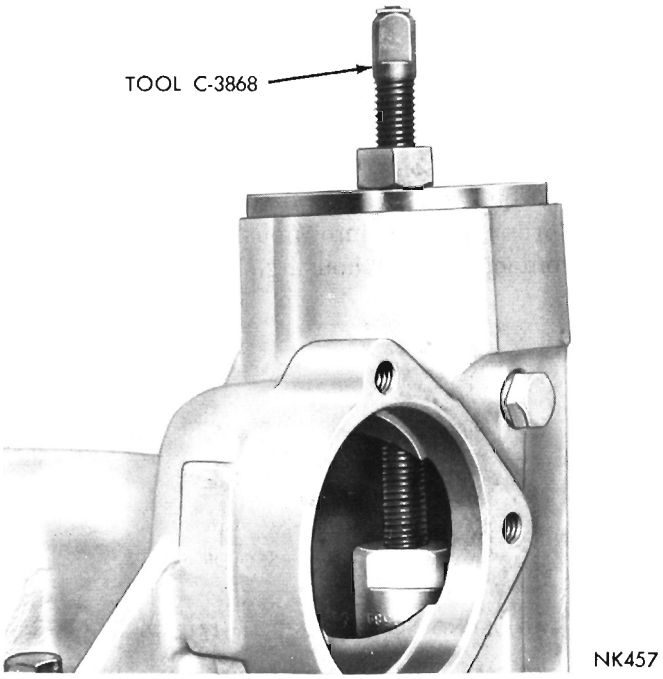

Fig. 8—Removing Lower Bearing Cup
(11) Remove wormshaft oil seal from wormshaft bearing adjuster, by inserting a blunt punch behind seal and tap alternately on each side of seal until seal is driven out of adjuster.
(12) Remove wormshaft upper bearing cup for Satellite and Valiant models in same manner. For Fury models there is a spacer behind bearing cup. However, this must be done carefully to avoid cocking the bearing cup and distorting adjuster counterbore.
(13) Remove lower cup if replacement is necessary by positioning locking head jaws of remover Tool C-3868 (Fig. 8) behind the bearing cup and expanding remover head by pressing down on center plunger of tool. Withdraw bearing cup by turning remover screw nut in clockwise direction while holding center screw.
(14) Wash all parts in clean solvent and blow dry with compressed air.
(15) Test operation of ball nut assembly on wormshaft. If ball nut does not travel smoothly and freely on wormshaft and there is roughness or binding, assembly must be replaced.
(16) Extreme care is necessary when handling aluminum worm bearing adjuster to avoid damaging threads. It is equally important to avoid damaging mating threads in gear housing. The wormshaft adjuster must **never** be screwed into housing without lubrication, or when threads are dirty or damaged. These precautions **must** be taken to avoid "picking up" threads and ruining the housing and/or wormshaft bearing adjuster.